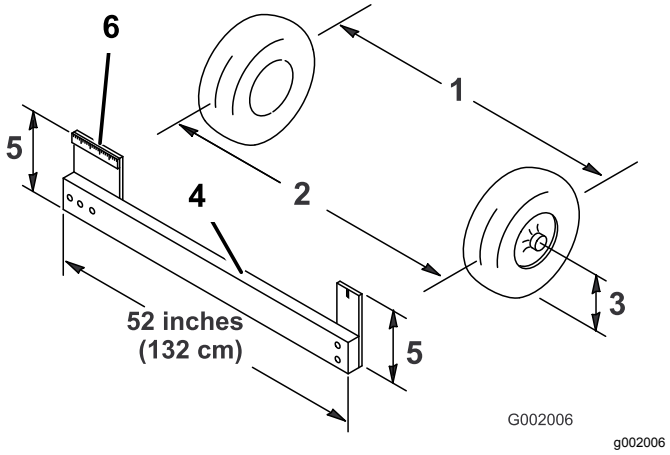

Figur 48
4. Mål avstanden mellom begge forhjulene ved akselhøyde, både foran og bak på forhjulene (Figur 48).
Merk: Det er nødvendig med et feste eller en justeringsmåler for å måle baksiden av forhjulene ved akselhøyde. Bruk det samme festet eller den samme justeringsmåleren til å måle fronten av forhjulene ved akselhøyde (Figur 48).